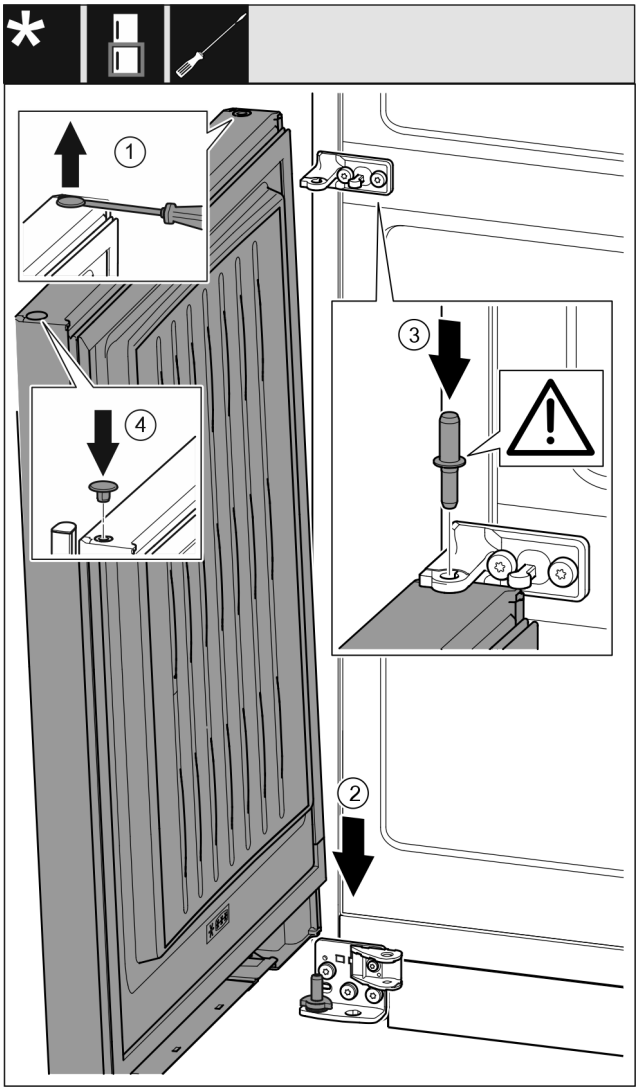

Fig. 37
- ▶ Til de plug voorzichtig *Fig. 37 (1)* op met een platte schroevendraaier en trek hem er uit.
- ▶ Deur *Fig. 37 (2)* van bovenaf op de onderste lagerbouten plaatsen.
- ▶ Lagerbout midden *Fig. 37 (3)* door lagerbok midden in de onderste deur steken. Let hierbij op dat het vergrendelingslipje naar achteren wijst.
- ▶ Plug *Fig. 37 (4)* aan de andere deurzijde er weer insteken.